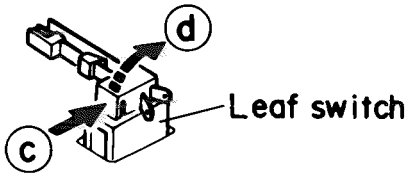

Fig.2-12
■ **Leaf switch** (Fig.2-12)
1. Press the leaf switch in the direction of the arrow ⓒ and then remove it in the direction of the arrow ⓓ referring to Fig.2-12.